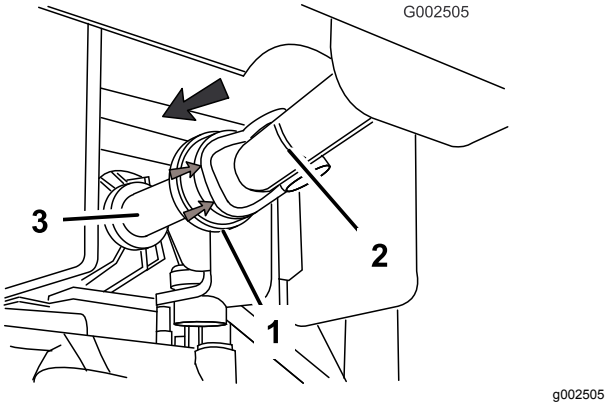

Figur 14
- Trekk motordekselet av gummi foran på kraftuttakets drivaksel, bakover (Figur 14).
- Monter drivakselen på kraftuttakets utgående aksel (Figur 14).